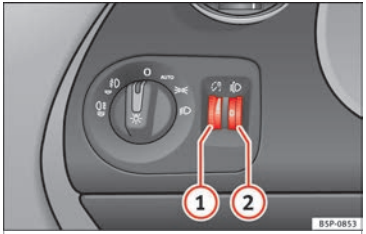

Fig. 61 Dash panel: Instrument panel and control dimmers and headlight range control. »
When the headlights are switched on, the brightness of the instrument panel and controls can be adjusted by turning the thumb wheel ››› Fig. 61 (1).